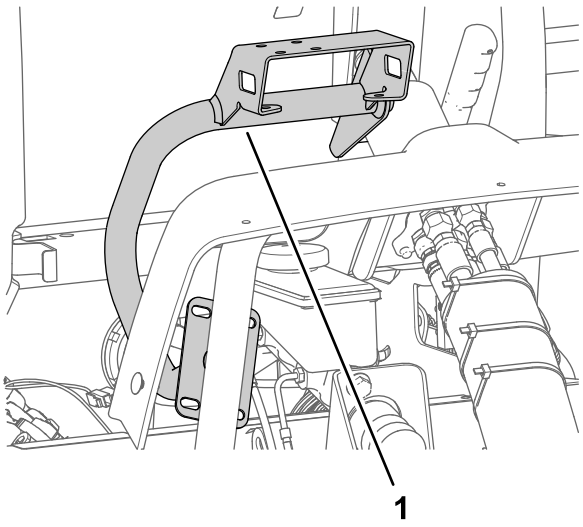

Figur 160
1. Ret monitorens monteringsbeslag ind efter maskinen som vist i Figur 160.